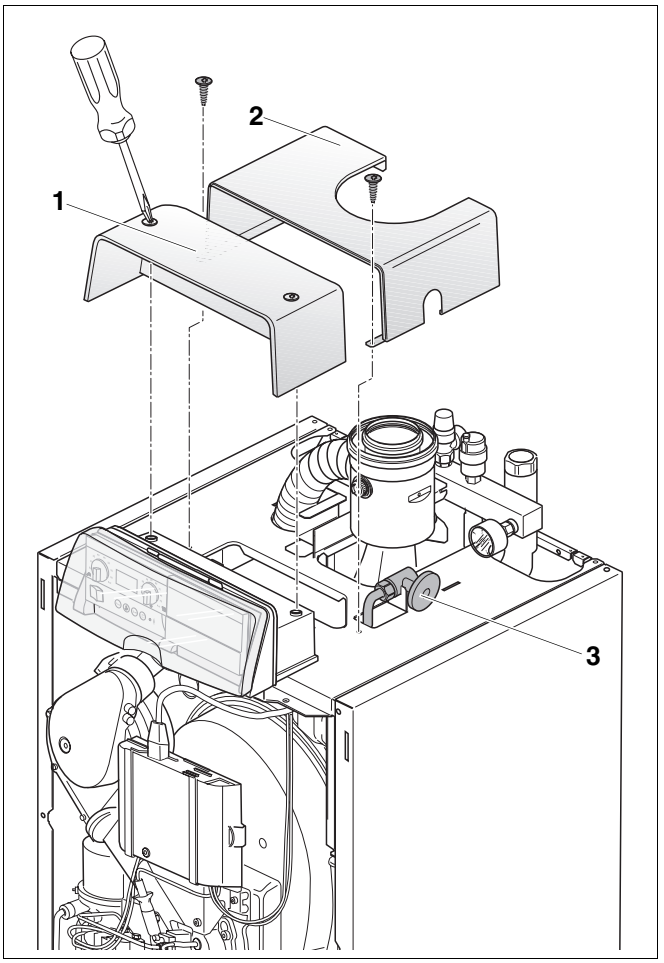

Bild 26 Ölleitung anschließen
Der Ölabsperrhahn (Bild 26, **Pos. 3**) befindet sich oben am Heizkessel.
- 2 Schrauben der Abdeckhaube am Regelgerät (Bild 26, **Pos. 1**) lösen und Abdeckhaube abnehmen.
- 2 Schrauben der hinteren Haube (Bild 26, **Pos. 2**) lösen und Haube demontieren.
- Ölanschluss herstellen, hierzu die Ölversorgungsleitung an den Ölabsperrhahn (Bild 26, **Pos. 3**) anschließen.
- Hintere Haube (Bild 26, **Pos. 2**) wieder montieren.